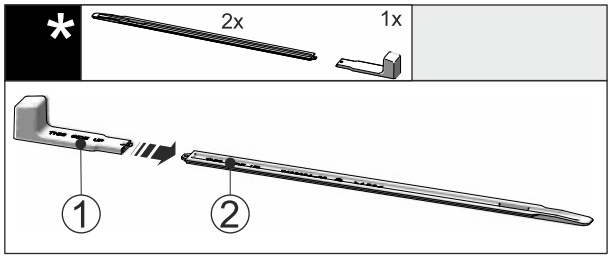

Fig. 54
▶ Montagegriff *Fig. 54 (1)* an die Nivellierschiene *Fig. 54 (2)* stecken.